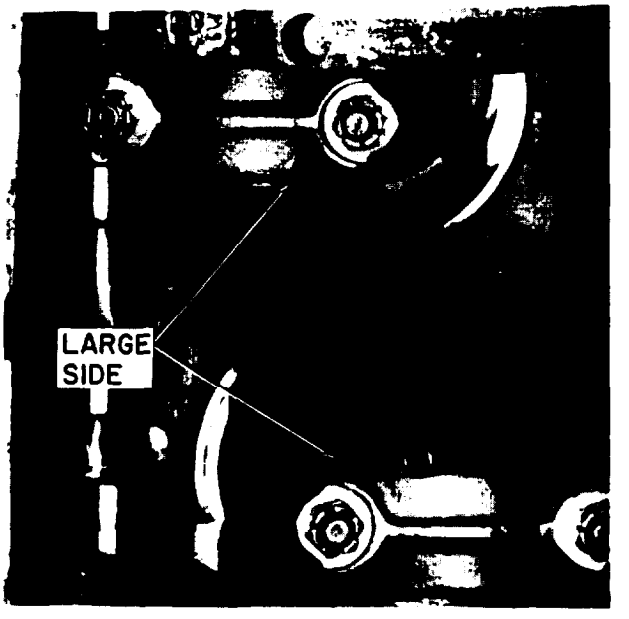

Figure 5-65. Connecting Rod Orientation
e. Before inserting piston, note that the connecting rod and cap has a large side. The large side of the No. 1 piston and the large side of the No. 2 piston must face each other. The large side of the No. 3 piston and the large side of the No. 4 piston must face each other. See figure 5-65.